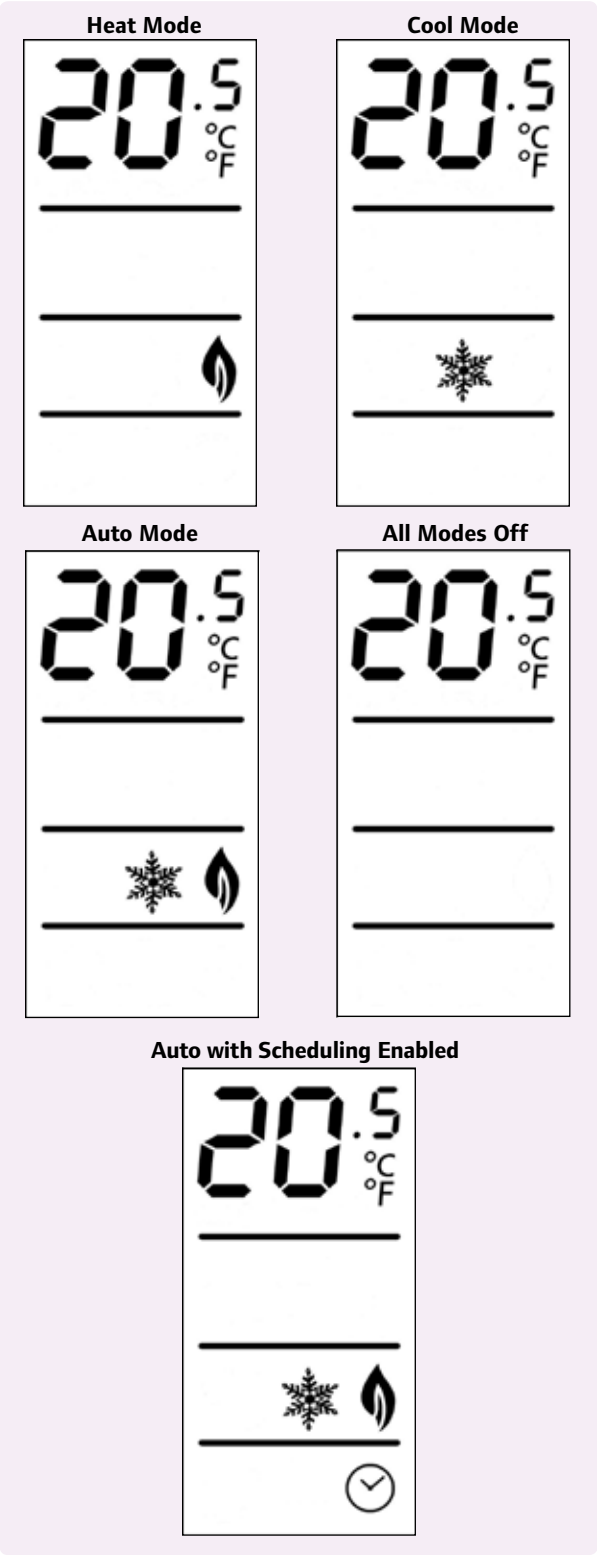

Figure 4-1: Selecting Modes
- Press the (**+**) or (**–**) button for the desired mode as shown in **Figure 4-1**.